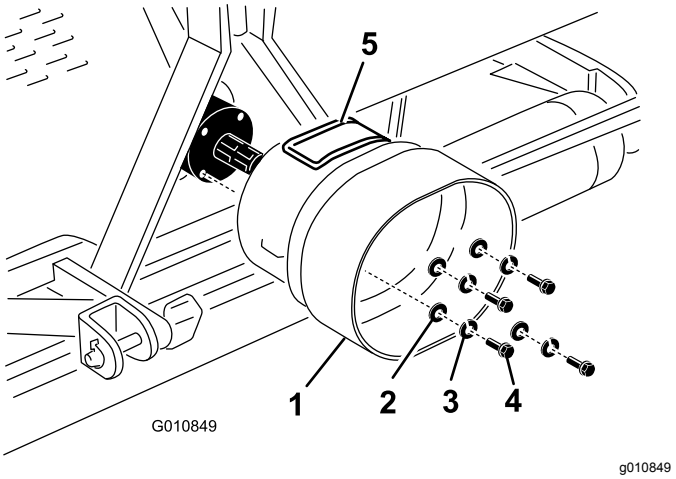

**Figur 22**
1. Ta bort de fyra skruvarna, låsbrickorna och planbrickorna som är fästa på baksidan av luftarens växellåda (Figur 22).
2. Montera kraftuttagsskyddet på luftarens växellåda med fästelementen som du tog bort tidigare (Figur 22).
Se till att åtkomstpanelen på kraftuttagsskyddet (Figur 22) är placerad ovanpå eller på sidan om den beroende på luftarens ramkonfiguration.
**Obs:** Du kan öppna åtkomstpanelen (Figur 22) så blir det lättare att ta bort och sätta dit fästelementen för kraftuttagsaxeln.